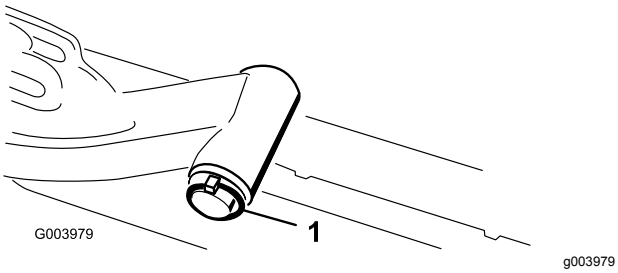

**Figur 12**
A. Ta bort hjulsprinten och brickan som håller fast lyftarmens svängaxel på lyftarmen, och skjut ut lyftarmens svängaxel ur lyftarmen (Figur 12).
C. Sätt i lyftarmens axel i lyftarmen och fäst den med brickan och hjulsprinten (Figur 12).